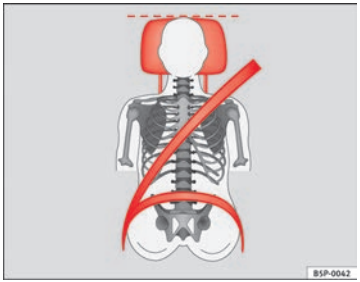
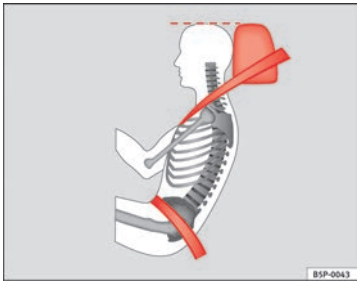

Fig. 87 Front view: head restraints and seat belts correctly adjusted
Fig. 88 Side view: head restraints and seat belts correctly adjusted
– Adjust the head restraint so that the top is at the same level as the top of your head or as close as possible to the same level as the top of your head, at least at eye level ⇒ fig. 87 and ⇒ fig. 88.